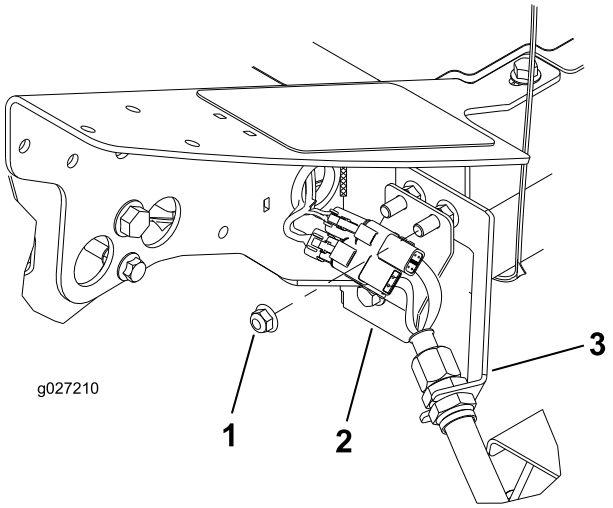

Figur 12
1. På ramens främre vänstra hörn (plats för klippenhet 4) tar du bort den extra flänsmuttern på skruven som fäster motorväggsfästet på maskinen (Figur 12).
3. Sätt kontaktdonsplattan på fästskruvarna på motorväggen, med kontaktdonen orienterade i enlighet med Figur 12.